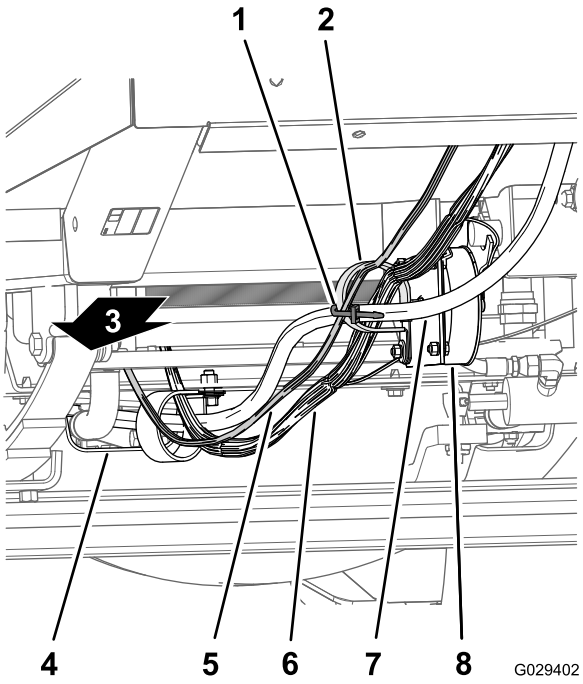
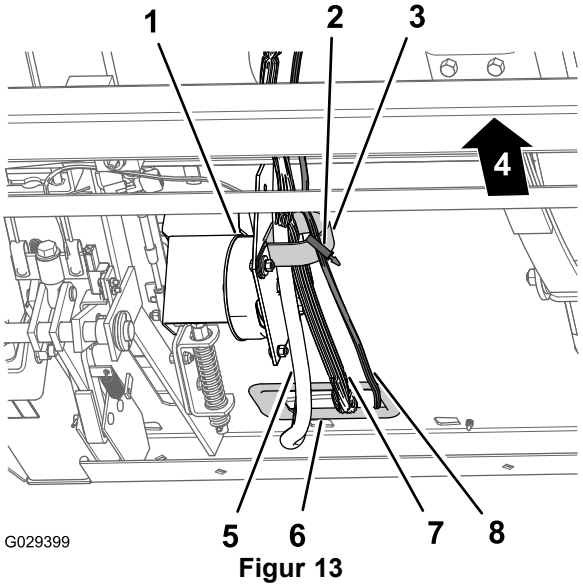

Figur 12
Figur 13
1. Dra kablagets 240 cm långa instrumentbrädsdel längs maskinens kablage och styrslangar (under kylaren), genom R-klämman längst ner på kylarstödet och genom R-klämman vid hastighetsspakens spole (Figur 12 och Figur 13).
2. Dra kablagets 240 cm långa instrumentbrädsdel till R-klämman vid hastighetsspakens spole (Figur 12 och Figur 13).